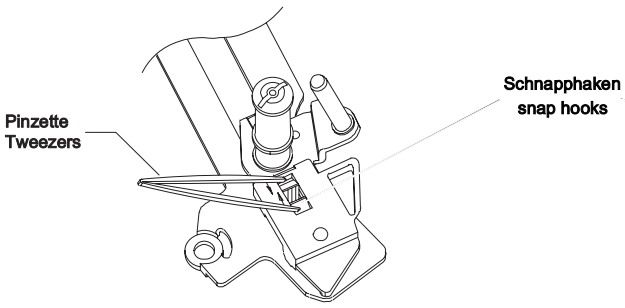
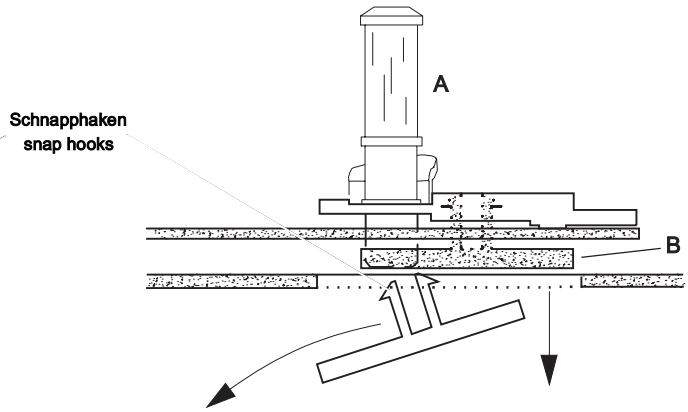

Fig. 19
Fig. 20
– Mit einer Pinzette die beiden Schnapphaken zusammendrücken und die Umlenkrolle von der Platte (Fig. 19) abnehmen.
– Mit einer Pinzette die beiden Schnapphaken zusammendrücken (Fig. 19) und die Umlenkrolle "A" von der Platte "B" abnehmen (Fig. 20).
– Fädelarm links aus der Platte aushängen und diese durch die Aussparung im Chassis nach unten aus dem Laufwerk entfernen (Fig. 20).
– Compress the two snap hooks by means of tweezers and remove the reverse roller from the holding plate (Fig. 19).
– Compress the two snap hooks by means of tweezers (Fig. 19) and remove the reverse roller "A" from the plate "B" (Fig. 20).
– Release the loading arm (left) from the holding plate and withdraw the latter through the cutout in the chassis (Fig. 20).